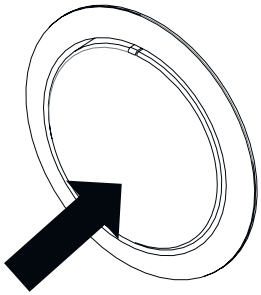

Fig. 12: Pop out off
- When cooking is finished, turn the switch to the off (top) position and press it inwards (Fig. 12).